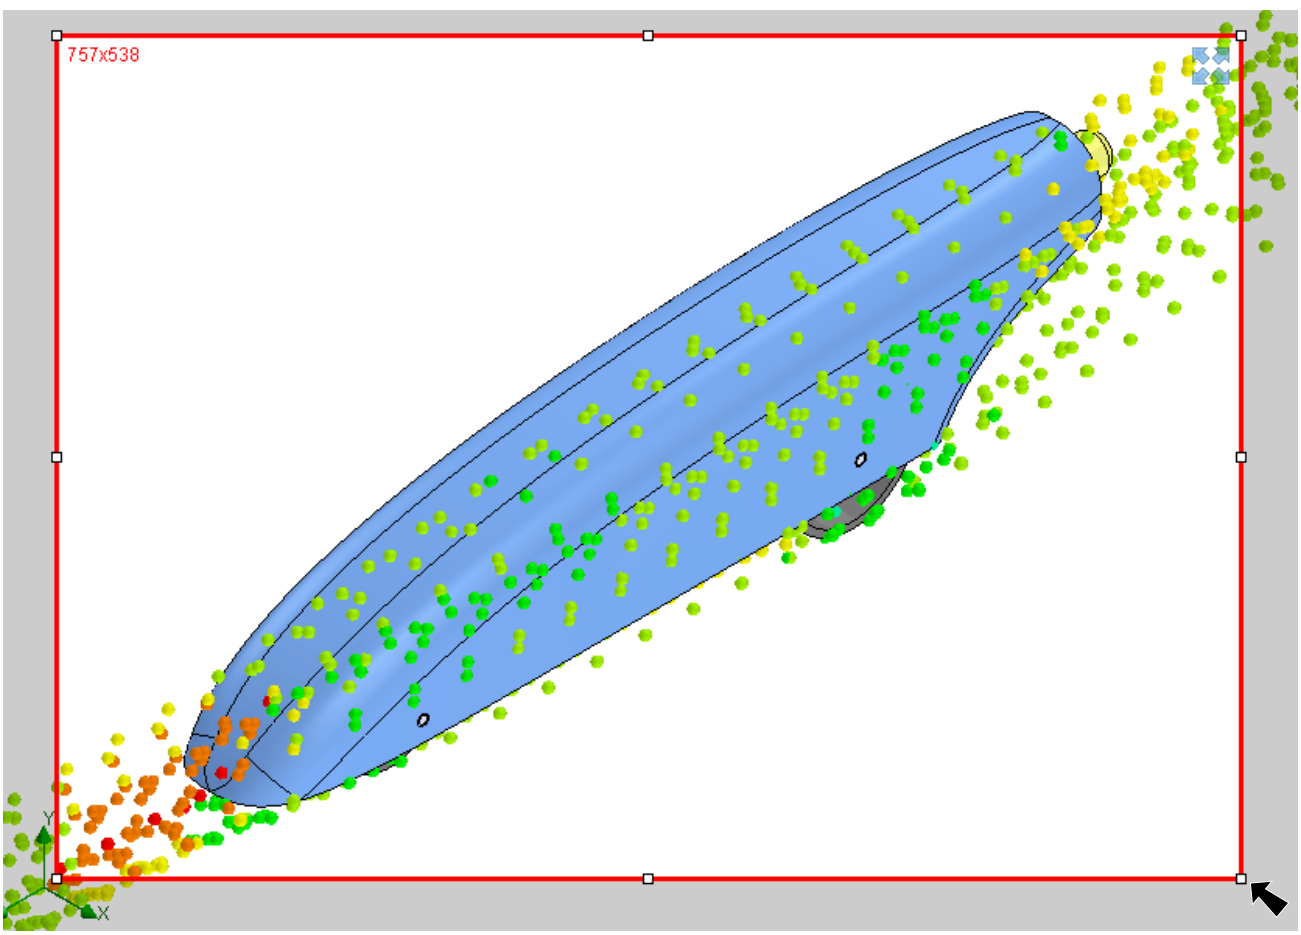

Fig. 35
Step 3. Drag the red frame capture region in graphics area to resize/move capture region, **Fig. 35**.